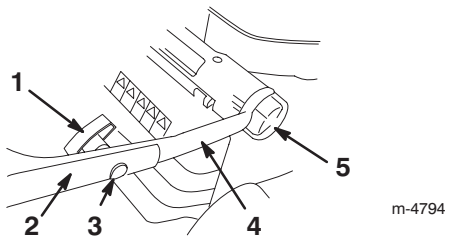

Figuur 2
2. Draai de instelknoppen voor de handgreephoogte los en draai het onderste deel van de handgreep naar de achterkant van de maaimachine toe, totdat deze in één van de hoogtestanden van de handgreep valt, zoals getoond in Figuur 2.
4. Bevestig het bovenste deel op het onderste deel van de handgreep met de bouten met ovale kop en de handgreepknoppen, zoals getoond in Figuur 2. *Draai de knoppen goed vast.*